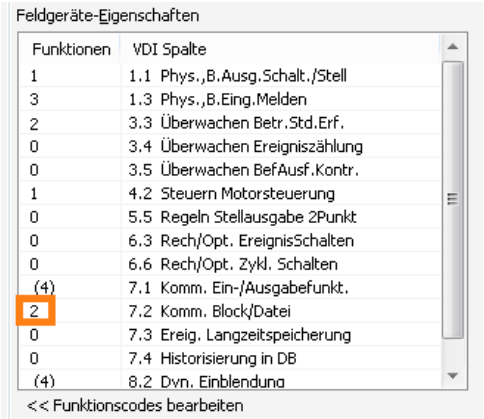

Bild 31.9 – Darstellung von Managementfunktionen in der Funktionsliste
- In der Dialogbox *Bearbeiten,* Rubrik *Funktionsliste* führen Sie im Listenfeld Feldgeräte-Eigenschaften einen Doppelklick auf die Zelle *Funktionen / 7.2 Komm. Block/Datei* aus (Abb. 31.9).